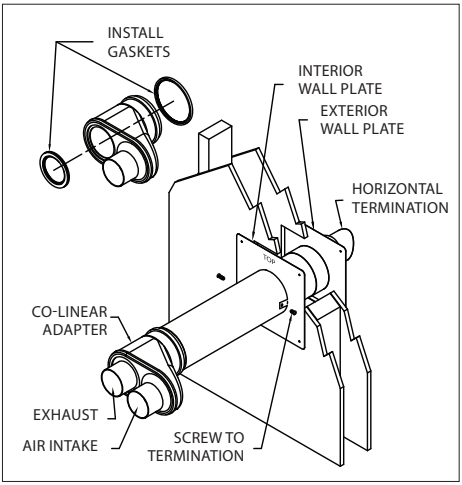

Figure 24
- If using a PolyPro Single-Wall to PolyPro Concentric adapter, install gaskets as shown in ***Fig.24*** before connecting to the vent pipe.